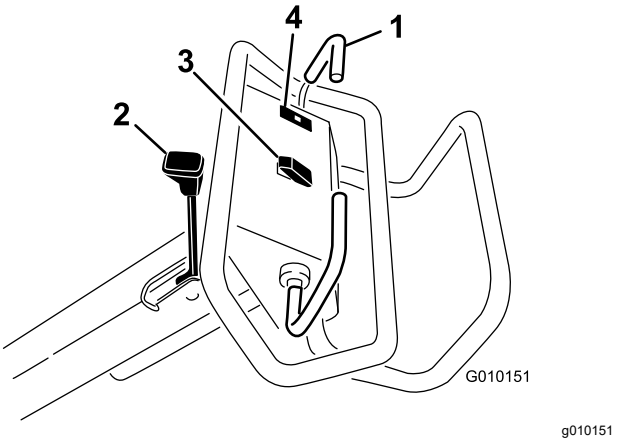

Rysunek 11
Aby jechać do przodu, przesuń uchwyt jazdy do przodu. Aby jechać do tyłu, przesuń uchwyt jazdy do tyłu (Rysunek 11).
- Aby włączyć hamulec postojowy, przesuń dźwignię hamulca postojowego w kierunku uchwytu operatora (Rysunek 11).
Kontrolka ostrzegawcza ciśnienia oleju (Rysunek 11) zapala się, gdy ciśnienie oleju silnikowego spada poniżej bezpiecznego poziomu. Jeśli kiedykolwiek spadnie ciśnienie w silniku, wyłącz silnik i ustal przyczynę. Napraw uszkodzenie przed ponownym uruchomieniem silnika.
Podnoszenie – naciśnij górną część przełącznika (Rysunek 11), aby podnieść głowicę wgłębną i ją odłączyć. Silnik musi pracować, aby wytworzyć ciśnienie podnoszenia. Jeśli głowica wgłębna znajduje się poniżej wysokości transportowej, patrz Resetowanie układu sterującego (Strona 25).
Opuszczanie/włączenie – naciśnij dolną część przełącznika (Rysunek 11), aby opuścić i włączyć głowicę wgłębną. Uchwyt jazdy musi znajdować się w położeniu przednim, aby można było uaktywnić przełącznik.